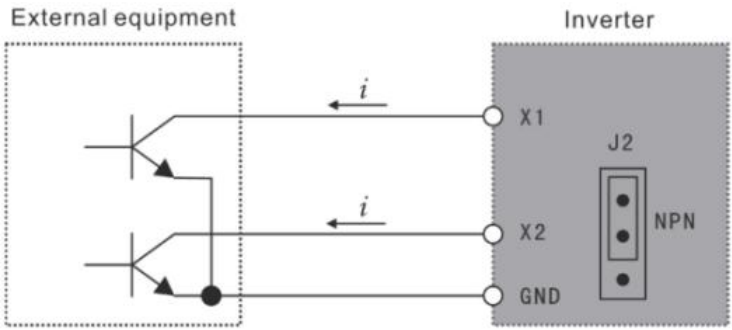

Figura 3-1 Modo de cableado del tipo NPN
(1) Cuando se adopta el modo de cableado de tipo NPN para el equipo externo, se induce lógica de tipo fuga y la corriente fluye desde el terminal de entrada (corriente de fuente) como se muestra en la Figura 3-1, al mismo tiempo se requiere el parámetro P067=0.